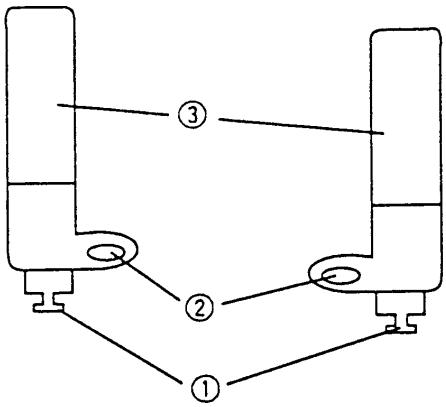

Figure 3-9 PE Card Drawing jig
(6) Pull out the PE card with the specified tool shown in Figure 3-9.